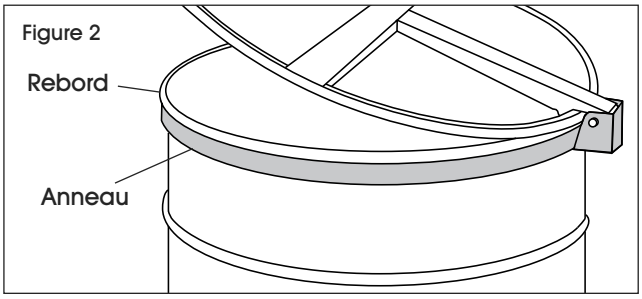

Figure 2
2. Étirez l'anneau sur le pourtour du baril. L'anneau doit reposer sous le rebord du baril. (Voir Figure 2)